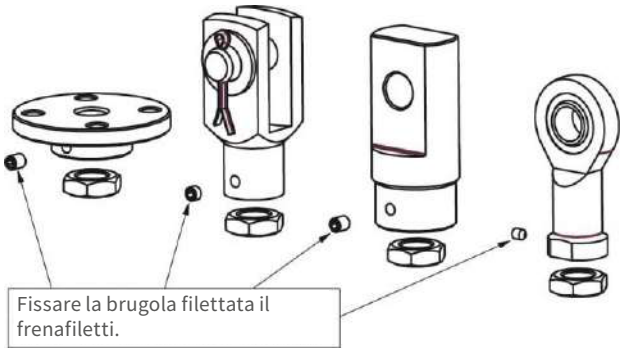

Fig. 9: inserire la brugola di bloccaggio, solo dopo aver regolato la posizione desiderata dell´accessorio scelto.
3. Per le taglie 50, 100 e 150 delle serie Z e ZE, per il fissaggio del corpo del martinetto è necessario impiegare viti con rondelle (tipo DIN 1441), in quanto i fori passanti sono ovali. Assemblare gli accessori sulla vite (vedi fig. 9), utilizzando un frenafiletti (tipo Loctite) ed inserendo in seguito la brugola filettata di bloccaggio (fino alla taglia 100).